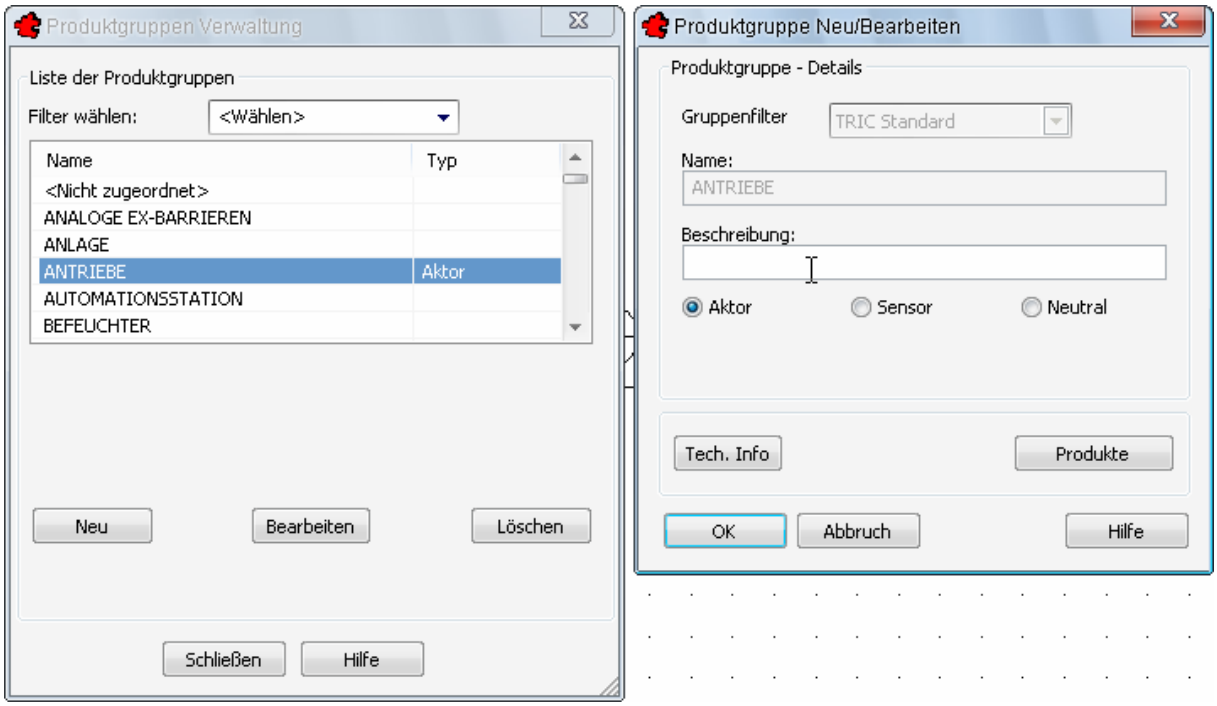

Bild 4.30 – Zuordnen von Produktgruppen als *Aktor* oder *Sensor*
- Produktgruppen Zuordnung der Produktgruppen zu Aktor/Sensor (Abb. 4.30)